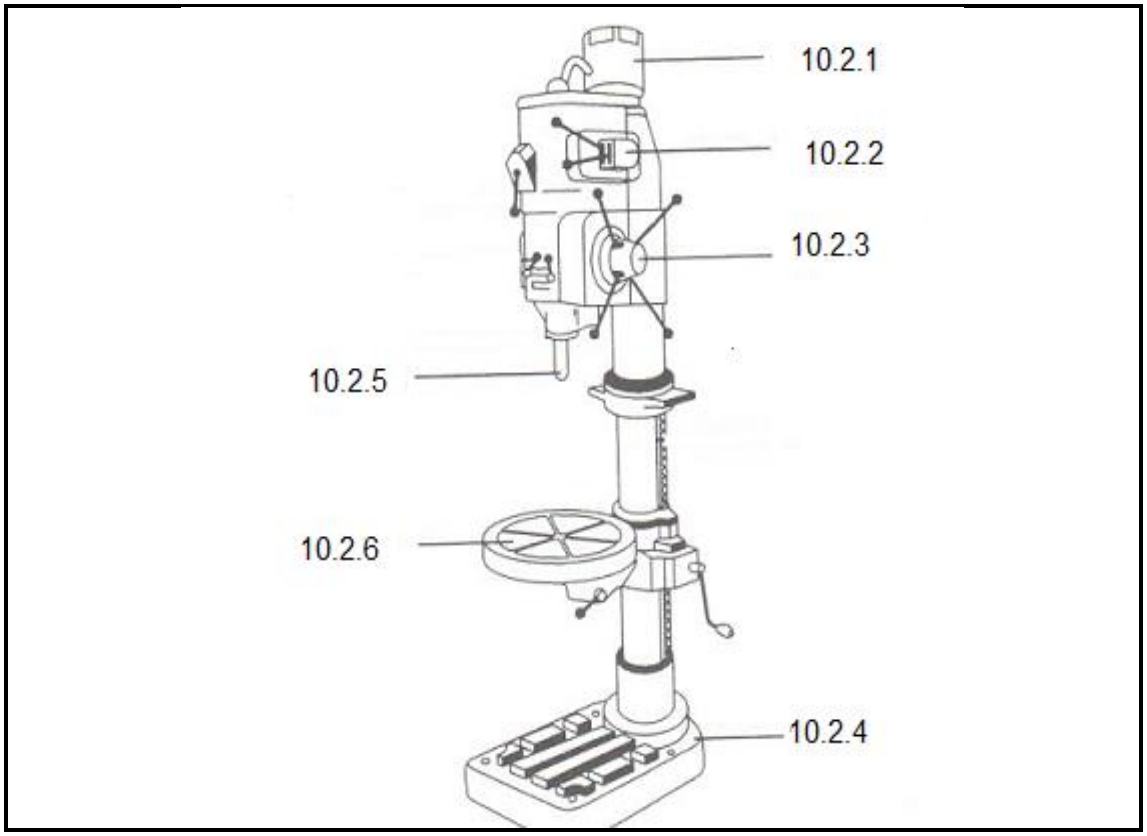

FIGUUR 2 (6)
10.2 FIGUUR 2 toon 'n pilaartipe boormasjien. Noem die komponente deur slegs die antwoord langs die vraagnommer (10.2.1–10.2.6) in die ANTWOORDBOEK neer te skryf.